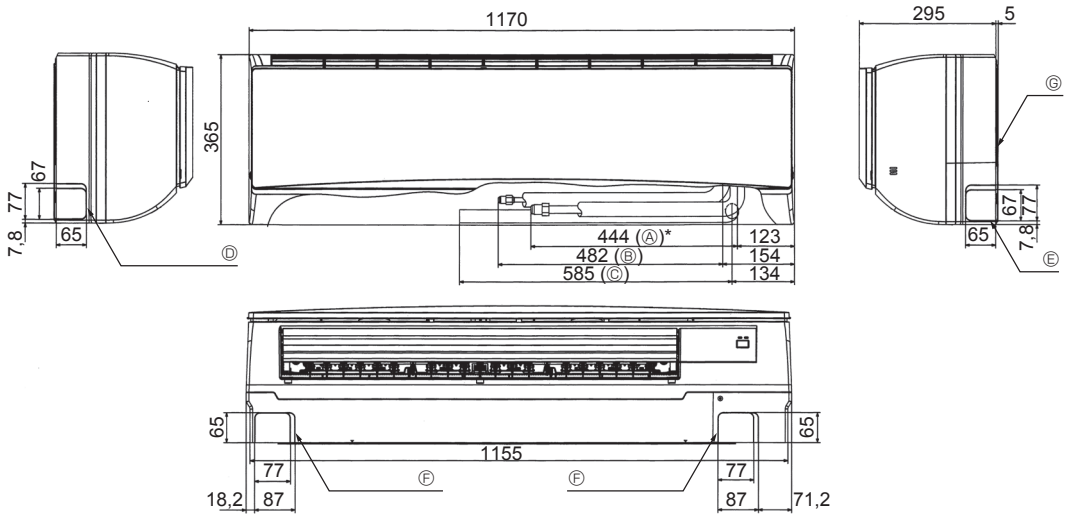

Fig. 4-3
4.4. Colocación de los tubos del refrigerante y de drenaje (Fig. 4-3)